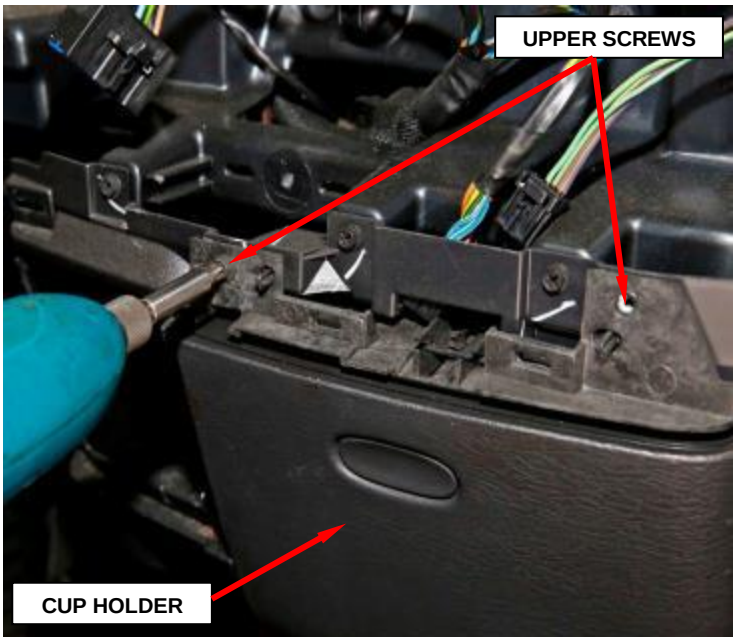

Figure 21 – Upper Cup Holder Screws
b. Remove and save the two upper screws that secure the cup holder to the instrument panel (Figure 21).